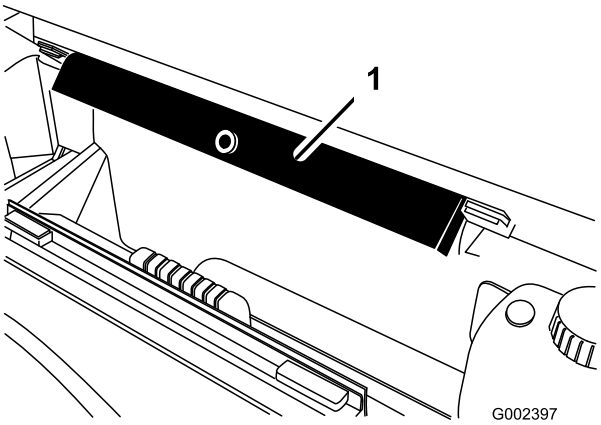

Figur 28
2. Ta loss flakstödet från förvaringsfästena baktill på vältskyddspanelen (Figur 28).